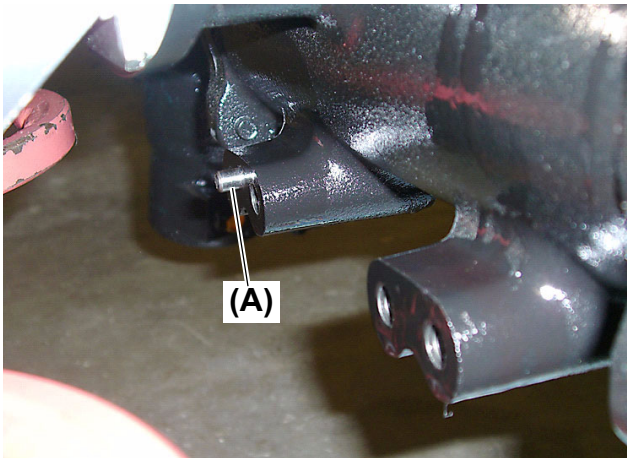

Fig. 8
11. The Power Steering (PST) cylinder has an 8 × 20 mm (L: 0.8 in.) alignment pin **(Fig. 8, (A))** on the right hand side mounting boss above and between the two (2) mounting bolts.